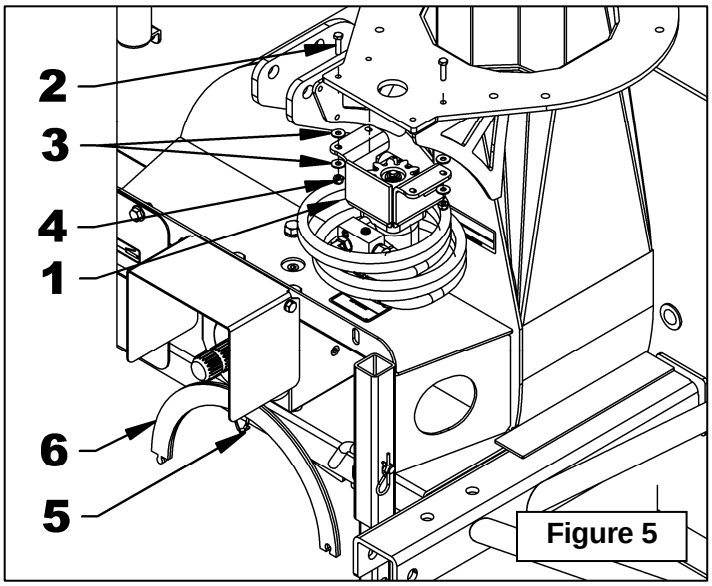

Figure 5
1. **Figure 5:** Retirer le moteur de rotation (item 1) de son emplacement de transport. Retirer les deux boulons 5/16"NC x 1 1/4", les quatre rondelles de nylon et les deux écrous à bague de nylon (items 2-3-4). Ces items de fixation ne seront pas réutilisés.
2. **Figure 5:** Couper l'attache de nylon (item 5) et retirer les deux plaques anti-friction (item 6).